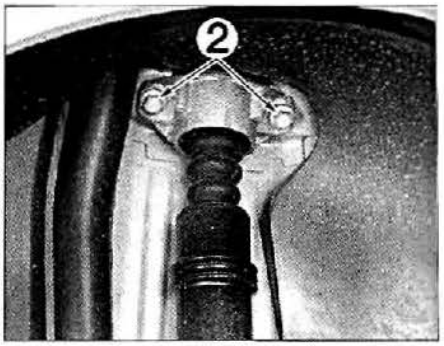

FIG. 28
- Desmontar el tornillo (1).
- los tornillos (2) **(fig. 28)**